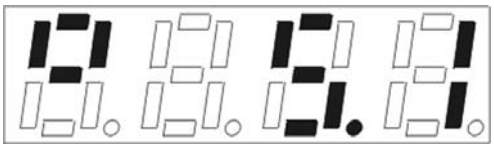

Рисунок 11
– На экране отобразится приблизительная толщина образца (рисунок 11).